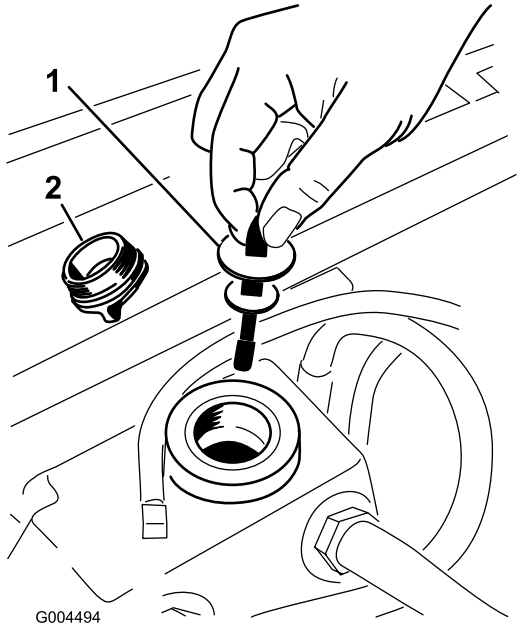

Figuur 60
5. Verwijder de vuldop van de hydraulische tank van de vulbuis (Figuur 60).
6. Verwijder de peilstok en veeg deze af met een schone doek (Figuur 60).
7. Steek de peilstok in de vulbuis. Verwijder hem daarna en controleer het vloeistofpeil (Figuur 60).